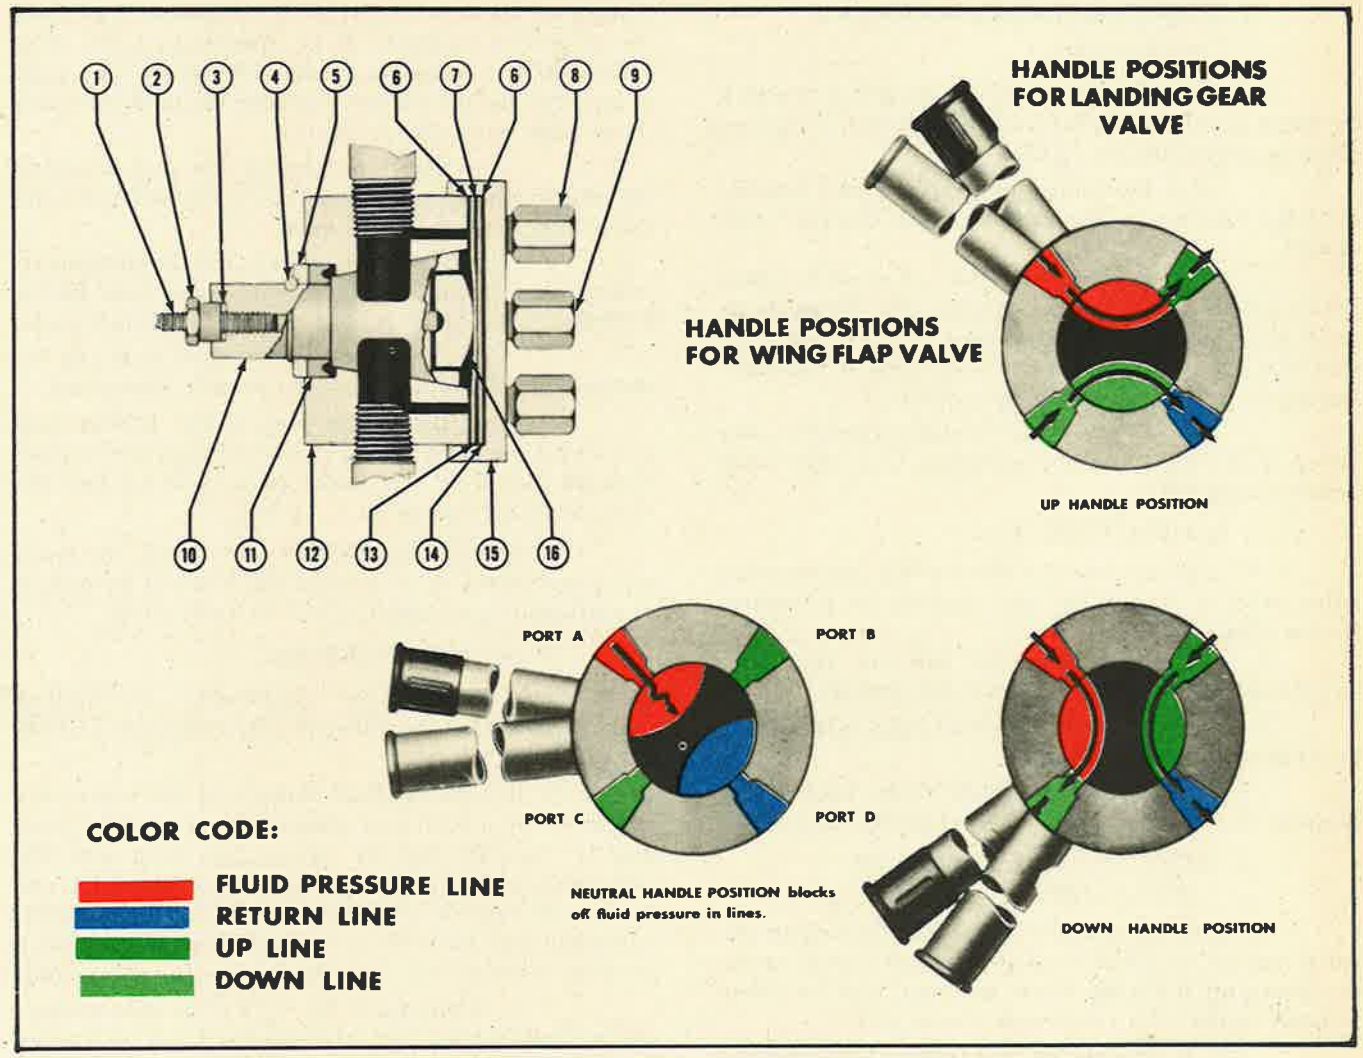

Figure 390—Landing-Gear and Wing Flap Control Valve Assembly—Early Airplanes
10. Wing Flap Control Valve (See figure 390)
11. Landing-Gear Control Valve (See figure 390)
(a) LANDING GEAR CONTROL VALVE—EARLY AIRPLANES. *(See figure 390.)*
KEY TO FIGURE 390
To disassemble the landing gear control valve, refer to figure 390 and observe the following instructions.
5. TESTS BEFORE INSTALLATION.—Refer to figure 390 for fluid leak tests.
a. ASSEMBLY.—To assemble the valve refer to figure 390 and observe the following instructions:
(1) If elbows have been removed from valve body, tin all male threads with soft solder, Federal Specification No. QQ-S-571, grade A (Navy 46-5-14, grade A). Screw elbows into valve tightly, but no more than is necessary or the valve body may be distorted.
(2) Check to see if the holes in the valve body are open to the valve ports. If the elbows cover the openings, drill a 3/32-inch hole to clear.
(3) After the elbows are in the correct position, lap the plug into the valve body with extra fine grinding compound. Clean the plug and valve body thoroughly with clear gasoline after lapping to remove all traces of the grinding compound. Lubricate the plug with hydraulic fluid, Specification No. AN-VV-O-366, and assemble in the valve body. The edge of the plug should not extend above the packing recess in the body more than 1/64 inch.
(4) Insert the bearing. The convex side of the bearing should not extend above the surface of the valve body more than .010 inch.
(5) Assemble gaskets and diaphragms in order shown in figure 390. Middle gasket must be installed with the slot between the two 5/16-inch studs.
(6) Assemble base on valve body and install studs, washers, and nuts. Set studs in white lead.
(7) Install the plug screw, washer, and nut. Insert the packing cup and washer; secure in place with the lock ring. The washer should extend into the valve body approximately 1/16 inch.
f. Assemble the valve and test for fluid leaks as instructed in figure 390.